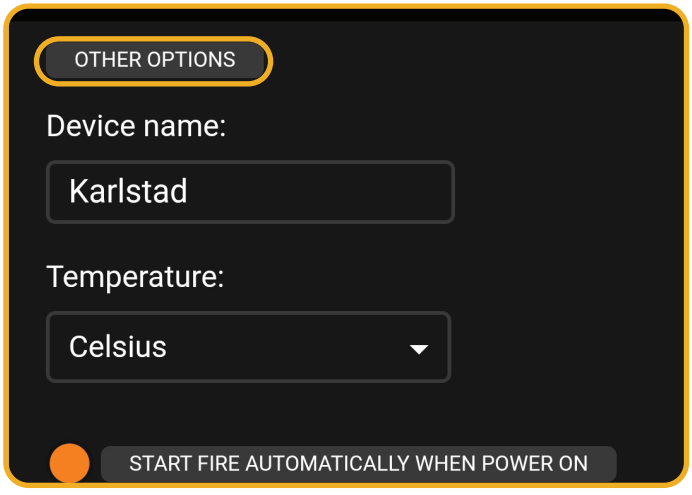

Abb. 12.3 Drücken Sie «other options»
- In den Einstellungen wählen sie «other options» (erweiterte Einstellungen – gem. Abb. 12.3).